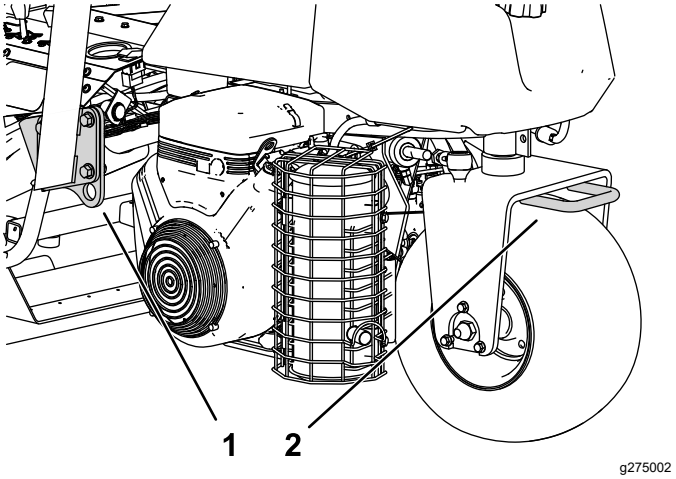

Figur 25
- Bind fast maskinen så att den sitter säkert med spännband, kedjor, vajrar eller rep. Både den främre och den bakre spännremmen ska riktas nedåt och ut från maskinen (Figur 25).